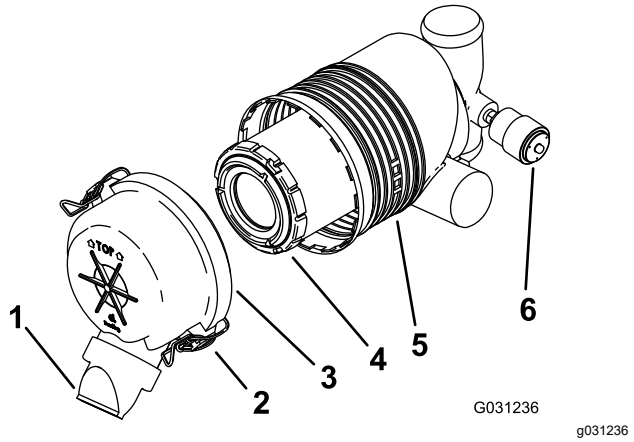

Figura 41
Importante: **Cambie el filtro del limpiador de aire únicamente cuando el indicador de mantenimiento se ve rojo (Figura 41). El cambiar el filtro antes de que sea necesario sólo aumenta la posibilidad de que entre suciedad en el motor al retirar el filtro.**
5. Abra los cierres del limpiador de aire y tire de la tapa de la entrada de aire para separarla del cuerpo del limpiador de aire (Figura 41).
- Si el indicador de mantenimiento se ve transparente, instale la tapa del limpiador de aire con el tapón antipolvo orientado hacia abajo, y cierre los enganches (Figura 41).
1. Extraiga con cuidado el filtro del cuerpo del limpiador de aire (Figura 41).
3. Instale el filtro con cuidado (Figura 41).
4. Instale la tapa del limpiador de aire con el tapón antipolvo orientado hacia abajo, y cierre los enganches (Figura 41).